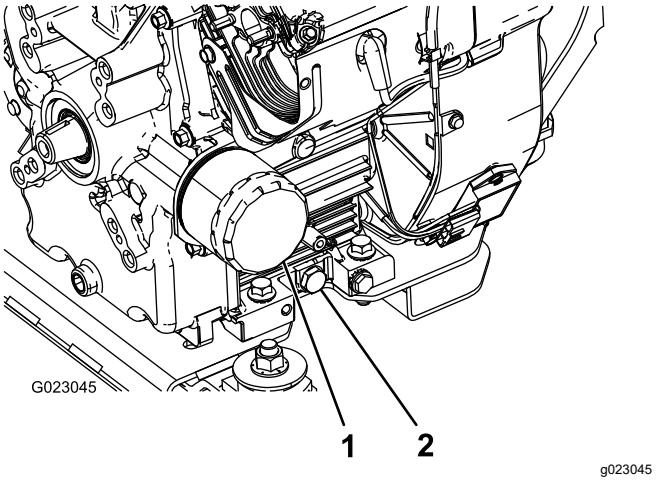

Figur 44
5. Ta bort avtappningspluggen (Figur 44).
2. Avlägsna oljefiltret (Figur 44).
5. Sätt i det nya filtret i filteradaptern. Vrid oljefiltret medsols tills gummipackningen kommer i kontakt med filteradaptern. Dra sedan åt filtret ytterligare ett halvt varv (Figur 44).